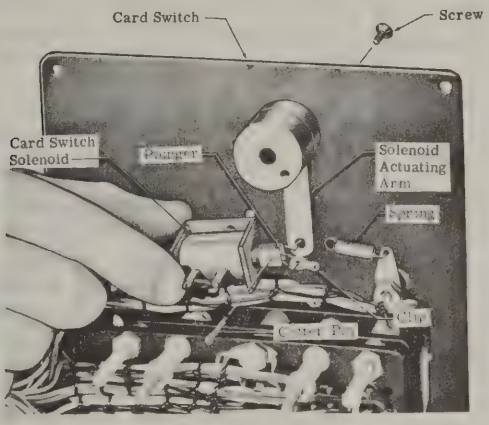

Figure 19 - Replacing Card Switch Solenoid
2. Insert two . 125 inch diameter (1/8 inch diameter) pins or drill shanks into the switch plate holes A-1 and L-1 to retain the code card. (See figure 19).
plate holes when the micro switch actuates (an audible CLICK will be heard). If adjustment is necessary, turn the adjustment screw. (See figure 19) until alignment is correct.
6. 26 Replacement of Card Switch Solenoid. (See Figure 19). Unsolder leads to terminals on solenoid. Disengage spring from clip on plunger and remove cotter pin and clip. Remove screws from face of panel and disengage solenoid from solenoid actuating arm. Install new solenoid and reconnect associated parts in the reverse order of removal.